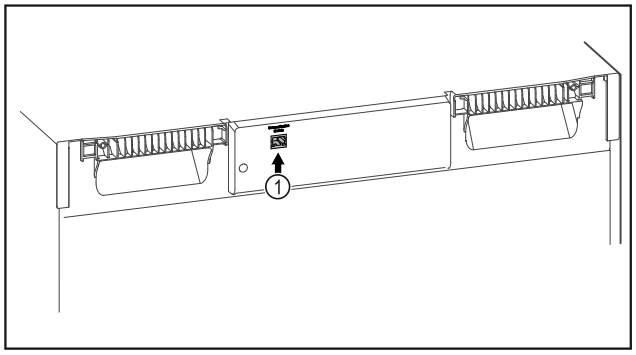

Fig. 142
❑ SmartModule *Fig. 142 (1)* este instalat.